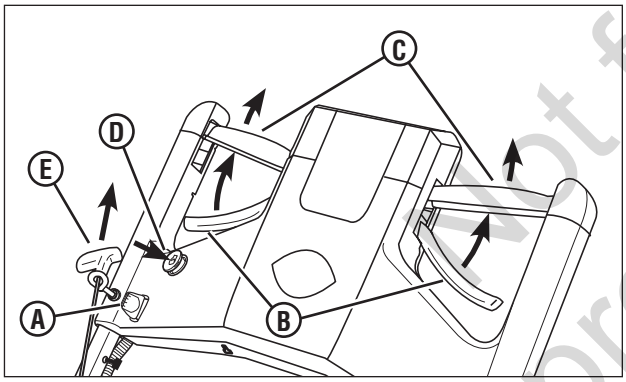

Figure 6 : Démarrer la tondeuse
1. Insérez la fiche du démarreur **(A, Figure 6)** dans la fente de connexion de la console de commande.